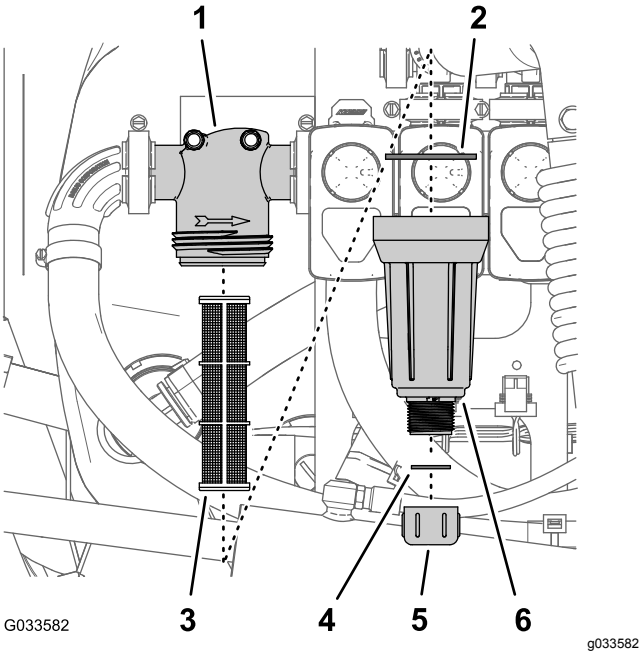

Figur 97
2. Plasser et tappefat under trykkfilteret (Figur 97).
3. Drei tappelokket mot klokken, og fjern den fra bollen i trykkfilteret (Figur 97).
4. Drei bollen mot klokken, og fjern filterhodet (Figur 97).
5. Fjern trykkfilterelementet (Figur 97).
7. Kontroller om det er skader eller slitasje på tappepluggen (den er inne i bollen) og pakningen til bollen (inne i filterhodet) (Figur 97).
8. Monter trykkfilterelementet i filterhodet (Figur 97).
9. Monter bollen på filterhodet og stram til for hånd (Figur 97).
10. Monter tappelokket på koblingen nederst på bollen og stram lokket til for hånd (Figur 97).